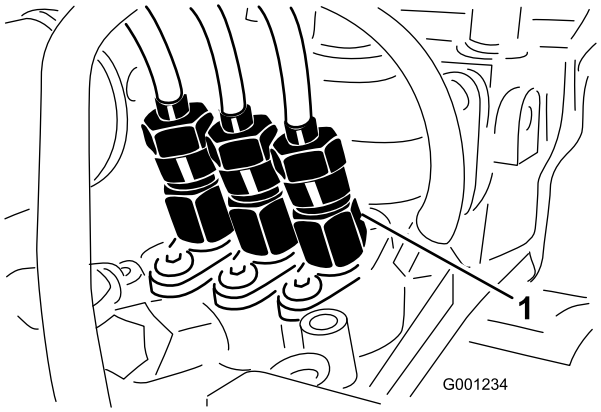

Figur 55
1. Løsn rørmøtrikken til den første indsprøjtningsdyse og holdersamlingen ved indsprøjtningspumpen (Figur 55).